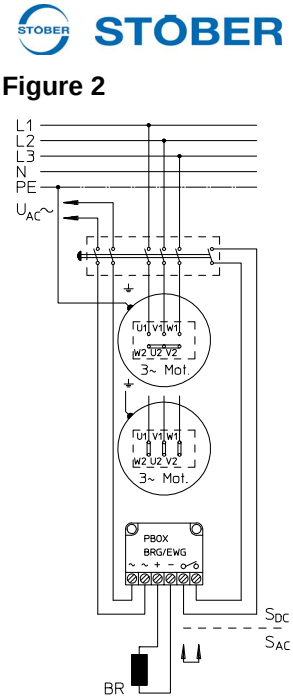
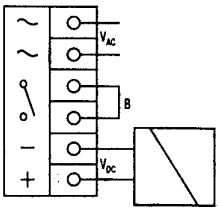

Figure 2
Figure 4
- **avec redresseur et alimentation externe** U_{AC} redresseur rapide (fig. 2, fig. 4), redresseur rapide Powerbox également compris
Enlever le pont B illustré dans la fig. 2, le remplacer par le contact de commutation puis commuter une nouvelle fois côté courant alternatif.